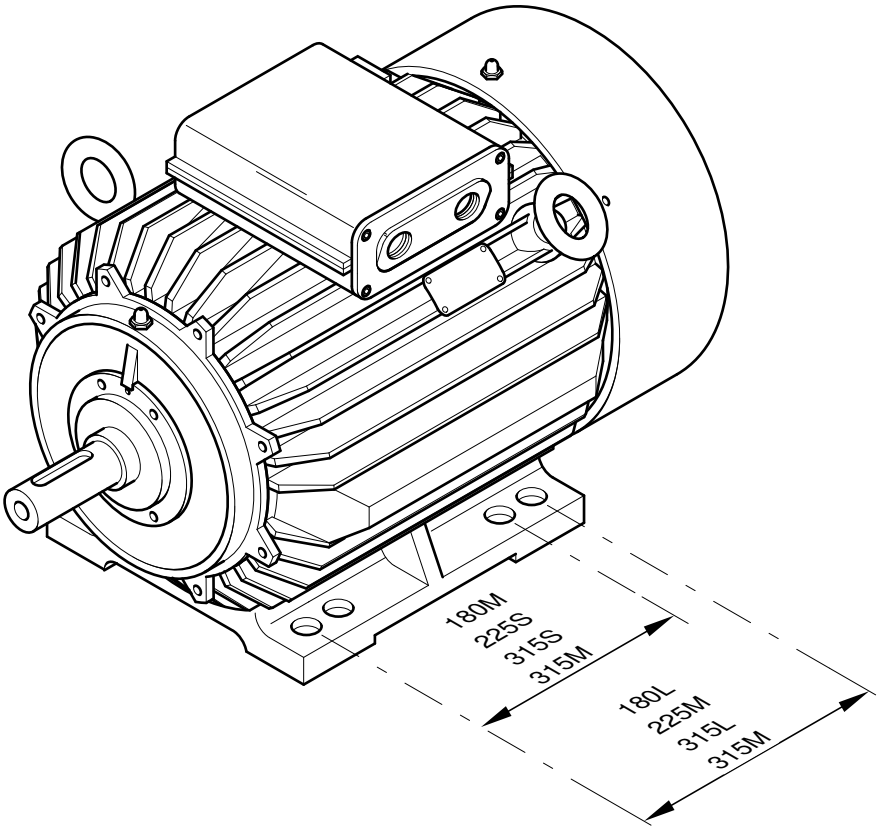

Bild 2: Fußbefestigungslöcher
2.6 Fußbefestigungslöcher (Bild 2)